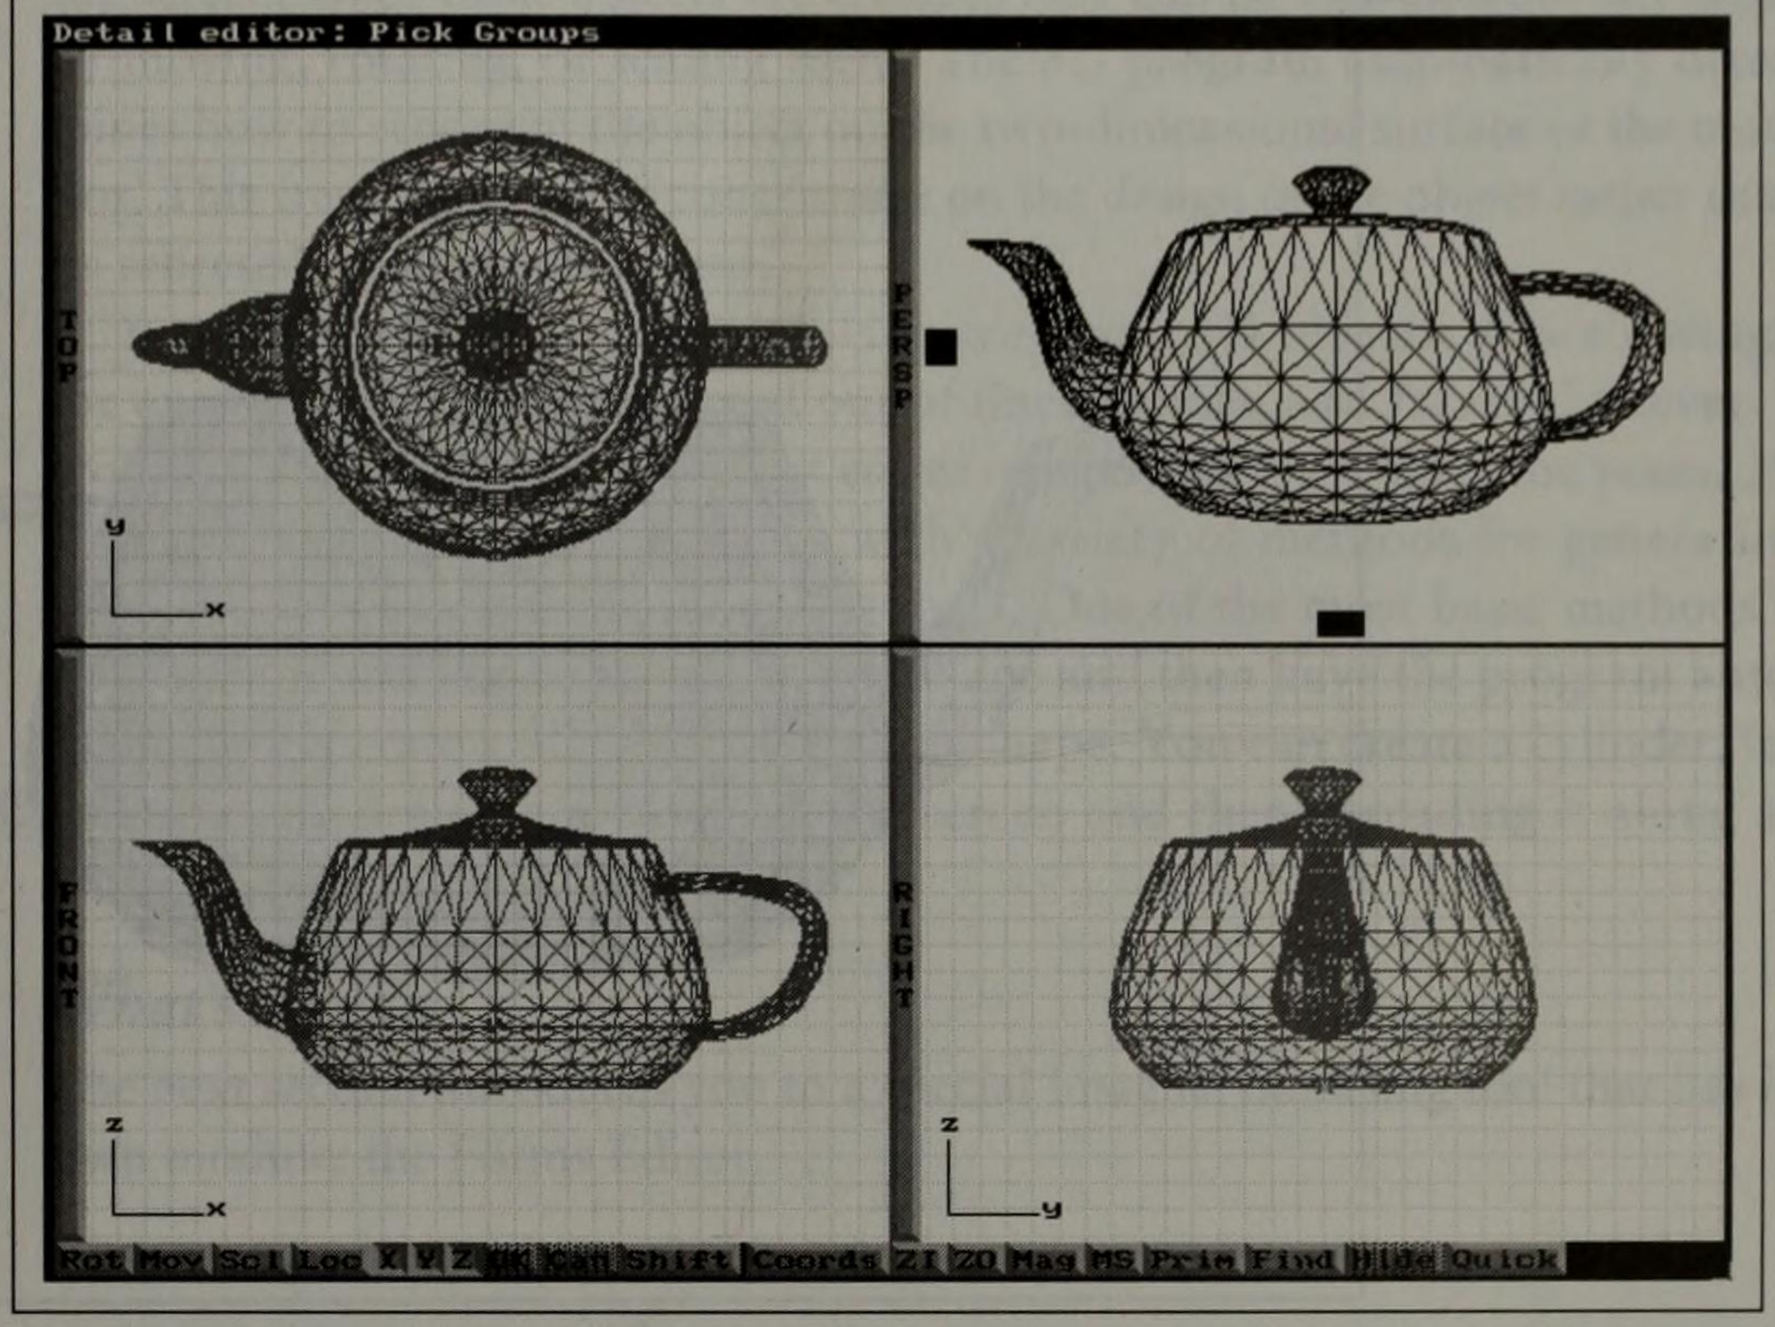

Figure 2-13 Solid view mode
Let's change the view mode to solid. Press the hot key combination (right) (ALT)-(H) or choose Solid from the Display menu. The perspective window changes to solid view. Your screen should now look like Figure 2-13.